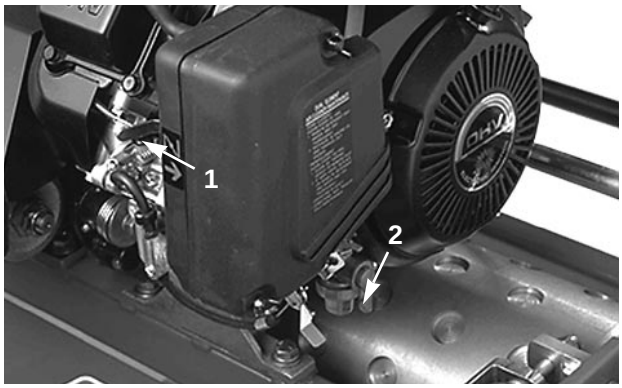

Fig. 15
Manette de starter (Fig. 15)—située à l'avant gauche du moteur. Deux positions; RUN (MARCHE) et CHOKE (STARTER). Placer le levier sur CHOKE pour démarrer à froid. Quand le moteur a démarré, ramener le levier sur RUN.
2. Ouvrir le robinet d'arrivée de carburant (Fig. 15).
5. Tirer le starter (Fig. 15) à mi-course pour démarrer à froid. Le starter n'est pas toujours nécessaire pour démarrer à chaud.